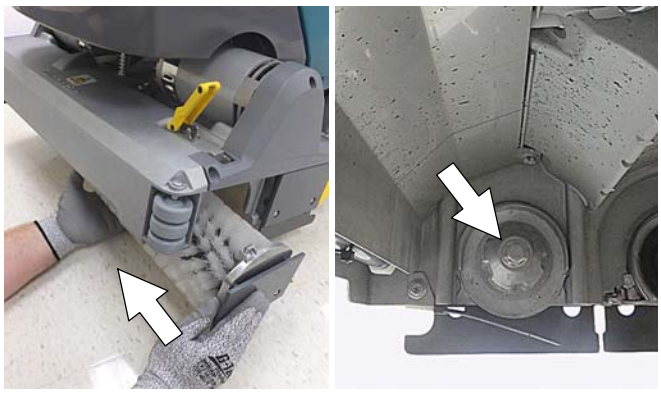

FIG. 21
4. Guide brush onto the drive hub and refasten latch (Figure 21).